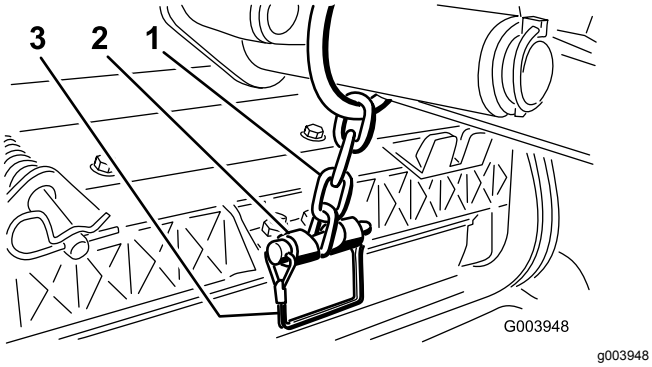

**Figur 10**
11. Fest løftearmkjedet til kjedebraketten med låsestiften (Figur 10).